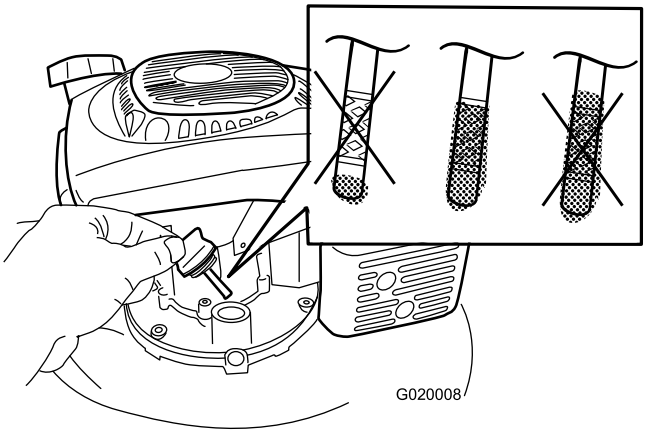

Bild 8
1. Entfernen Sie den Peilstab, wischen ihn ab und stecken ihn in den Öleinfüllstutzen, schrauben Sie ihn **nicht** hinein (Bild 8).
2. Nehmen Sie den Peilstab heraus und prüfen Sie den Ölstand (Bild 8). Wenn der Ölstand unter der Auffüll-Markierung ist, gießen Sie **langsam** Öl in den Einfüllstutzen, um den Ölstand auf die Voll-Markierung am Peilstab anzuheben. **Füllen Sie nicht zu viel ein.** (Max. Füllstand: 0,65 l der Ölsorte: Waschaktives 10W-30 oder SAE 30 Öl mit der Klassifizierung SJ oder höher durch das American Petroleum Institute (API).